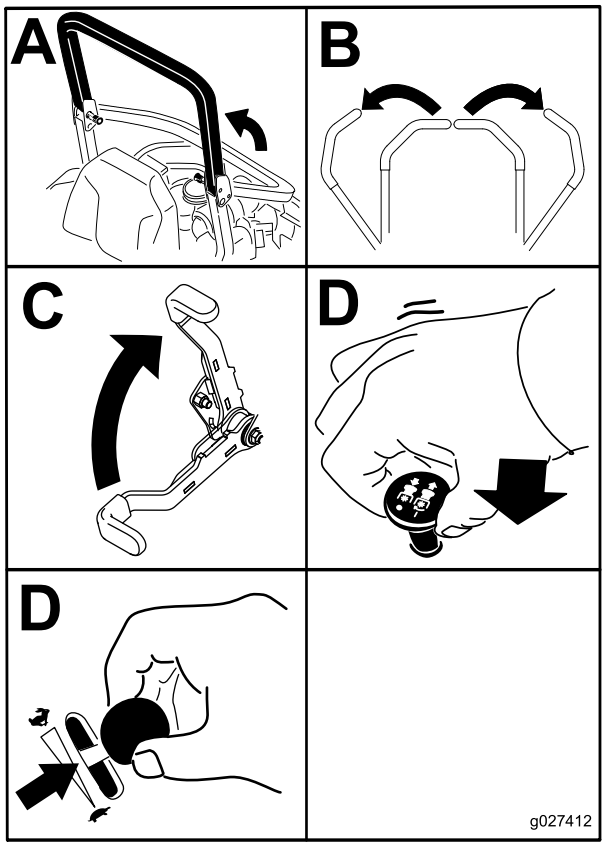

Figure 17
4. Placez la commande des lames (PDF) en position désengagée (Figure 17).